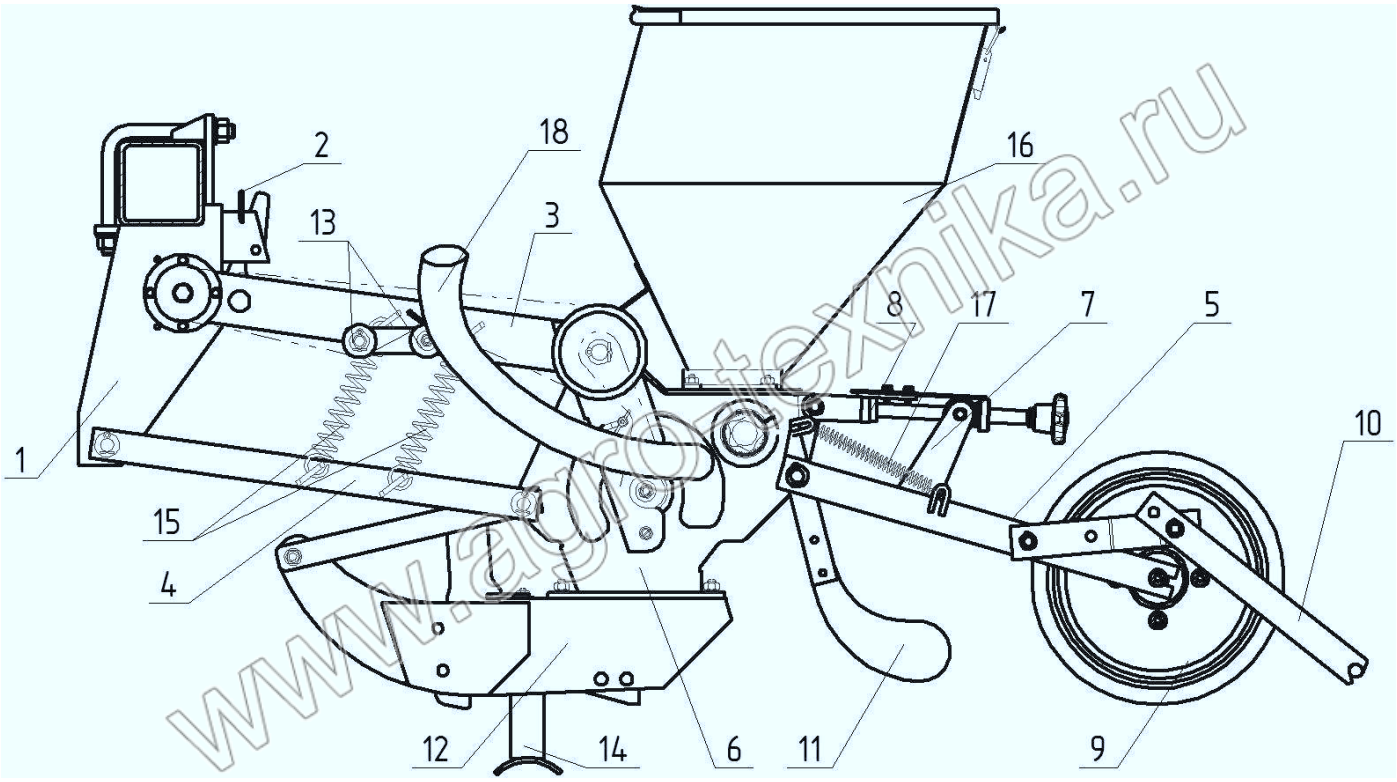

Рис. 11 - Секция зерновая
Секция зерновая (рис. 11) в комплекте со сменными высевающими дисками предназначена для высева семян кукурузы, подсолнечника, сои, сорго, бахчевых культур. Секция зерновая имеет механизм фиксации для увеличения транспортного просвета в транспортном положении (рис. 12).
Кронштейн 1 (рис.11) служит для крепления секций к раме и монтажа на нем приводного вала, передающего крутящий момент секциям.
- основание с вакуумной камерой (служащий для подвода разрежения в зону отбора и транспортирования семян в высевающем аппарате), к которому крепятся бункер зерновой 16 и сошник 12 (рис. 11), заделывающие органы и детали аппарата;
- бункера зернового 16 (рис. 11) для создания необходимого запаса семян во время работы сеялки;
Полозовидный сошник 12 (рис. 11) имеет пятку для образования уплотненного ложа для семян на заданной глубине и туковое отделение для высева туков сбоку от семян.
Загортачи 11 крепятся к корпусу высевающего аппарата и служат для заделки семян в борозде. Активность загортачей автоматически поддерживается пружинами 17 (рис.11).